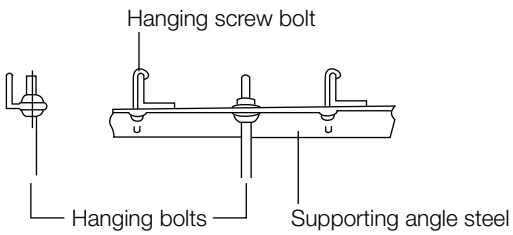

**Fig. 4.9**
Install and use the supporting steel angle. *(See Fig. 4.9)*
8. Mount the indoor unit onto the hanging screw bolts with a block. Position the indoor unit flat using a level indicator to prevent leaks. *(See Fig. 4.9)*